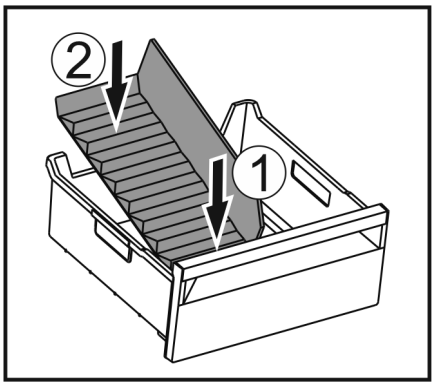

Fig. 100
▶ Insert the front part of the ice compartment divider. *Fig. 100 (1)*
▶ Lower the rear part of the ice compartment divider to the drawer bottom. *Fig. 100 (2)*